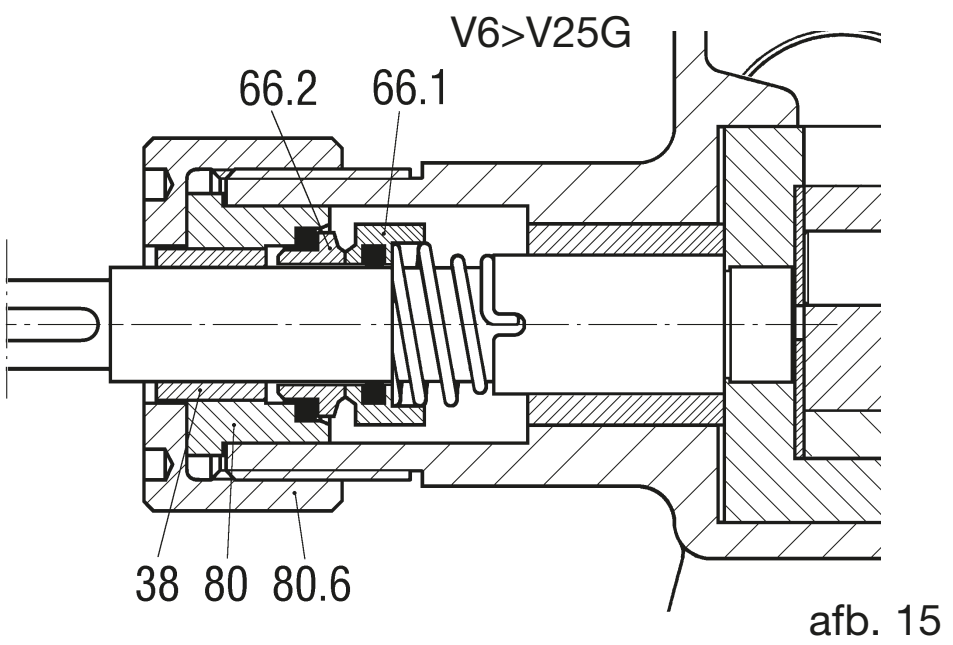

afb. 15
11.8 Verwijdering van de mechanische afdichting ST5, ST6 pompen van gietijzer van V6 tot V25 (afb. 15)